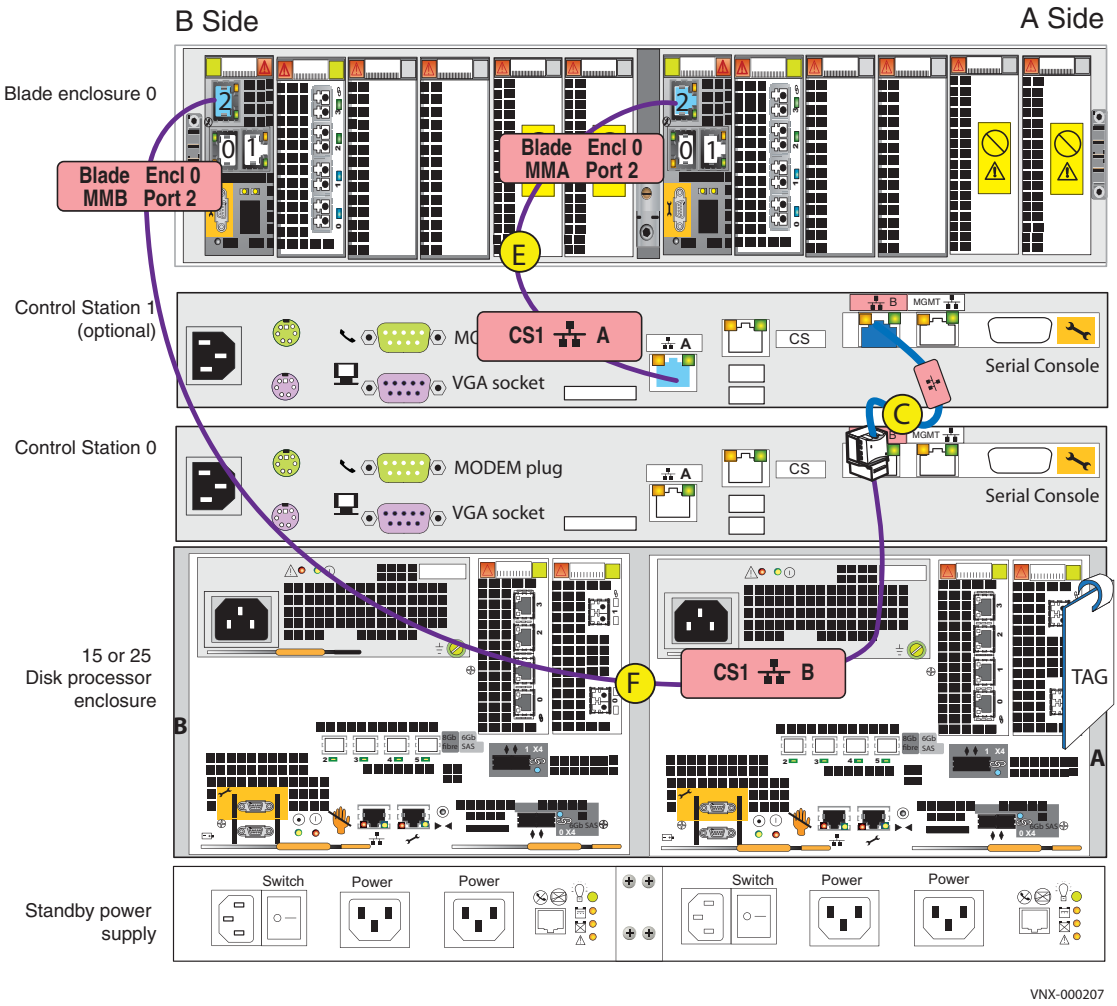

**Figure 18** Cabling CS1 to blade enclosure 0
5. Connect CS1 A cable to Blade Enclosure 0 MMA port 2 as shown in Figure 18. (E)
6. Connect CS1 B cable to Blade Enclosure 0 MMB port 2. (C) and (F)